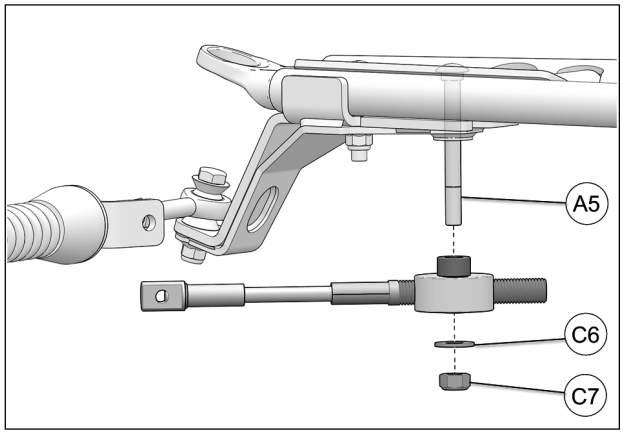

Fig. 21
12. Position steering limiter cable assembly under anchor bracket and slide it over bolt (**A5**) already inserted. Use washer (**C6**) and nut (**C7**) to secure assembly to anchor bracket. Tighten nut to 50 N•m [37 lb•ft]. Refer to Fig. 21